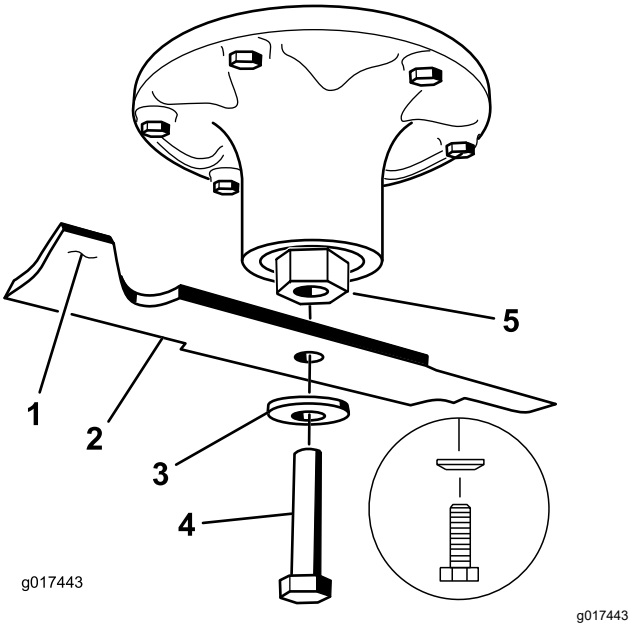

**Figur 78**
2. Fjern knivbolten, bueskiven og kniven fra spindelakselen (Figur 78).
1. Monter kniven på spindelakselen (Figur 78).
2. Monter bueskiven og knivbolten (Figur 78).